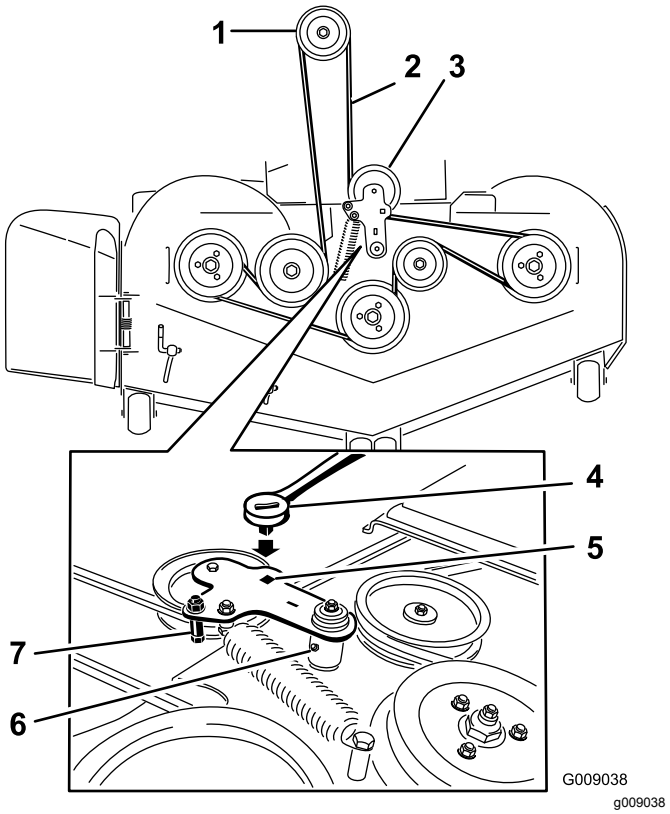
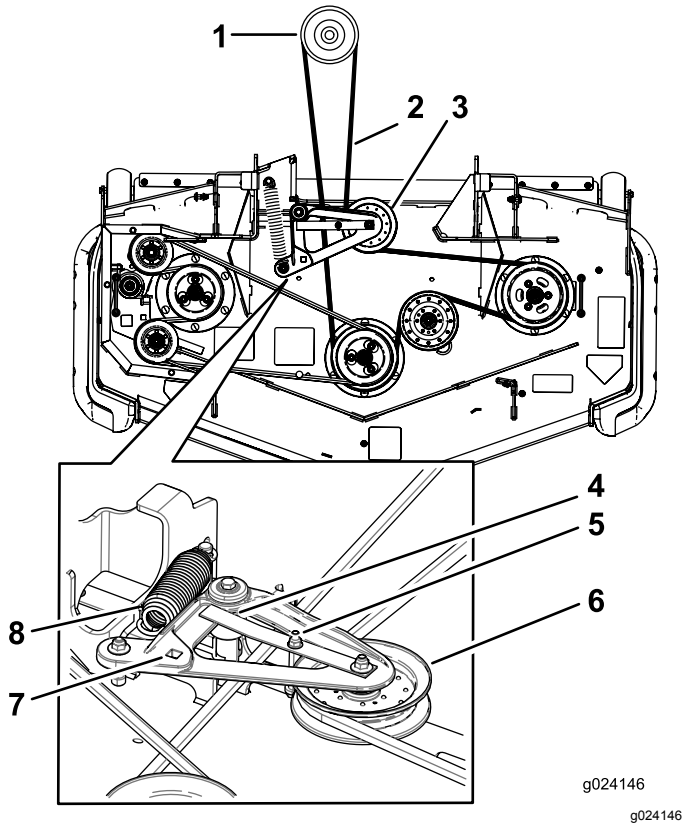

Figuur 118
Figuur 119
5. Hef het vloerdeel op en steek een ratelsleutel in de vierkante opening in de spanpoelie van het maaidek (Figuur 118 of Figuur 119).
6. Draai de spanpoelie van het maaidek rechtsom, til het lipje van de riemgeleider op (alleen voor machines met achterafvoer) en verwijder de aandrijfriem van het maaidek (Figuur 118 of Figuur 119).